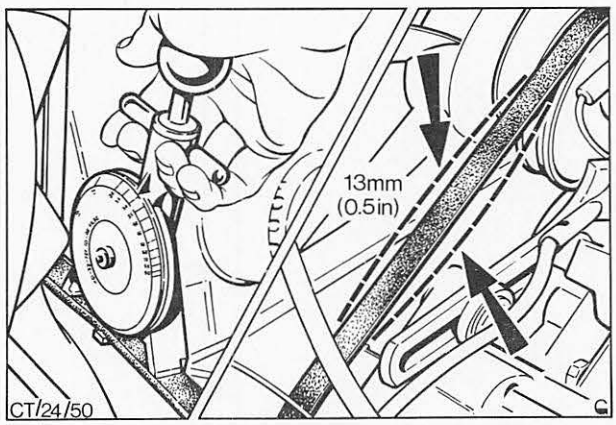

Abb. 7 Gesamtspiel in der Mitte der längsten Spannweite messen
2. Keilriemen durch Wegschwenken der Lichtmaschine vom Motor so weit spannen, bis das Gesamtspiel an der längsten Spannweite des Riemens bei normalem Fingerdruck 13 mm beträgt. Abb. 7. Andererseits kann die Riemenspannung mit einem Meßwerkzeug, wie in Abb. 7, gemessen werden. Dazu siehe „Technische Daten" – Keilriemenspannung.
Andererseits kann die Riemenspannung mit einem Meßwerkzeug, wie in Abb. 7, gemessen werden. Dazu siehe „Technische Daten" – Keilriemenspannung.